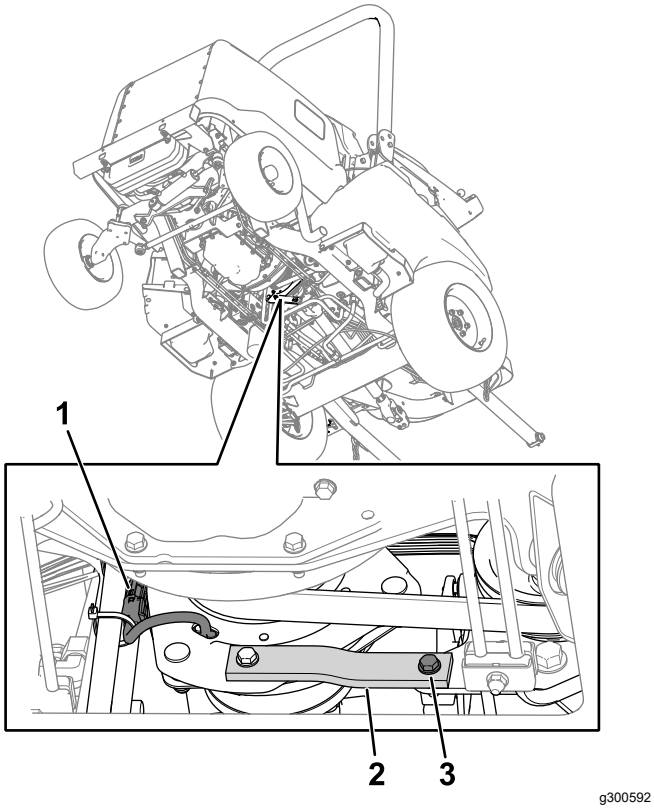

Figura 79
2. Scollegate il connettore del cablaggio preassemblato della frizione dal cablaggio preassemblato della macchina (Figura 79).
3. Rimuovete il bullone, la rondella e il dado dal cinghiolo in gomma (Figura 79) sul telaio.